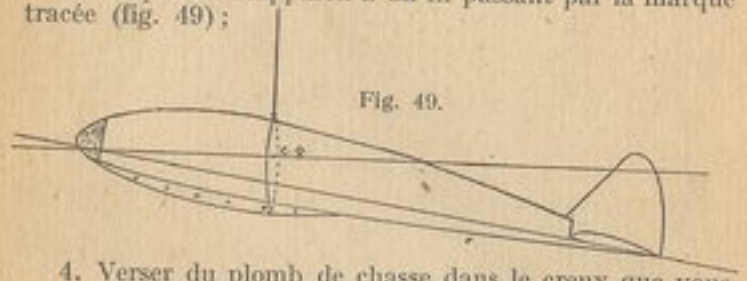

Fig. 49.
3. Suspendre l'Appareil à un fil passant par la marque tracée (fig. 49) ;